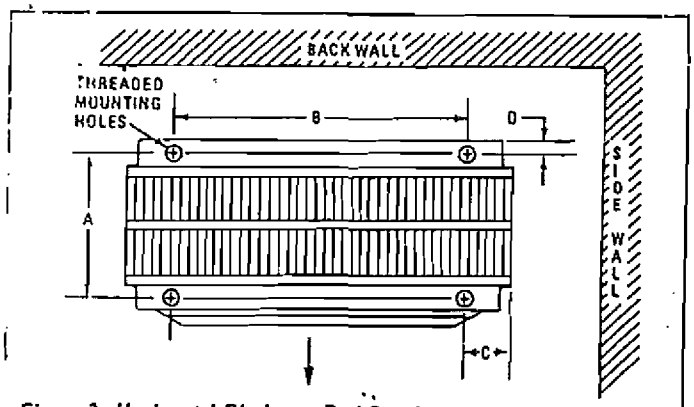

Figure 3. Horizontal Discharge Rod Spacing
3. Securely attach the four mounting rods to the ceiling. (Refer to Table 2 for wall and ceiling clearances, and Figure 3 for mounting spacing dimensions.)